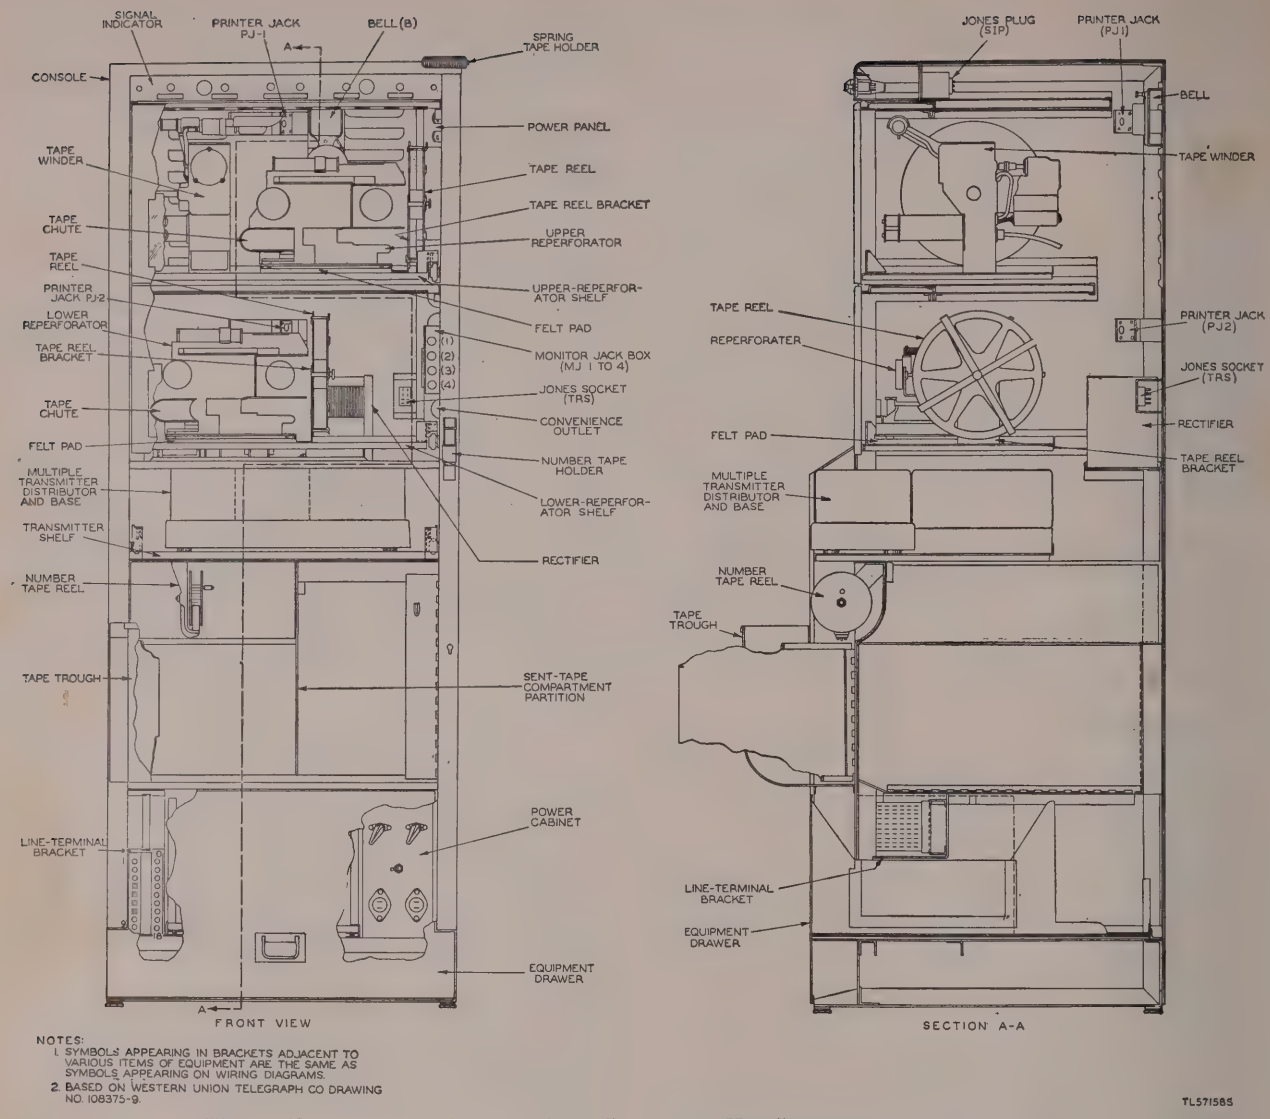
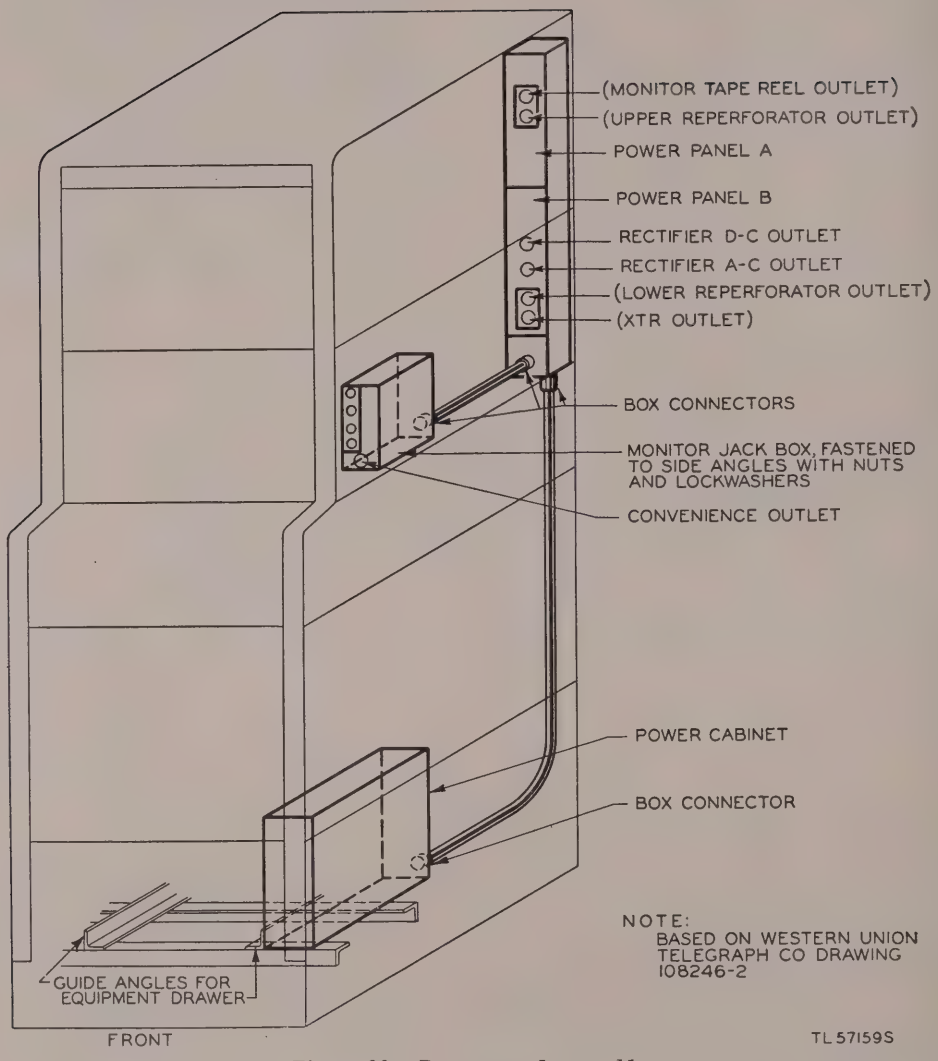
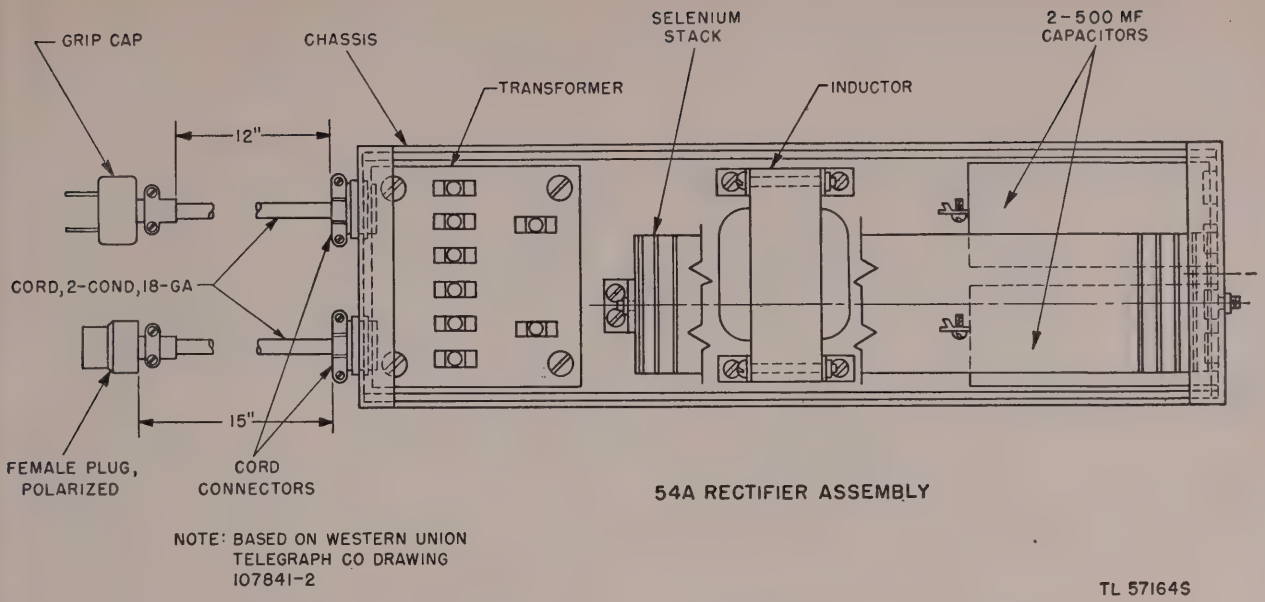

Figure 18. Teletypewriter Set AN/TGC–1 (or AN/TGC–1A) equipment assembly.
Figure 20. Power panel assembly.
Figure 21. 54A rectifier assembly.
(1) Give the entire teletypewriter set a general physical inspection to determine that no damage has occurred during shipment.
(2) Inspect the entire teletypewriter set to determine that no excelsior or packing material has entered the moving parts.
(3) Check all mechanical parts for lubrication. (See sec. X for lubrication instructions.)
(4) Check motors, fuses, switches, cords, and plugs to make sure that all connections and moving parts are in good physical condition. (See parts two and five for additional information.)
22. Installation of Teletypewriter Sets AN/TGC–1 and AN/TGC–1A (fig. 18)
c. Plug the 8-pin signal and magnet-control circuit plug and the power plug of the multiple transmitter distributor into their respective sockets (Jones socket (TRS), fig. 18, and XTR outlet, fig. 20).
d. Pull the receiving (lower) typing reperforator shelf out. Plug the input and output plugs for the 54A rectifier (fig. 21) into their respective sockets (rectifier a-c outlet and rectifier d-c outlet, fig. 20).
e. Set the receiving typing reperforator on its shelf. Plug the motor and signal plugs of the receiving typing reperforator into the power socket (lower reperforator outlet, fig. 20), and lower printer jack PJ–2 (fig. 18), respectively. Position the tape chute (figs. 18 and 22) of the receiving typing reperforator so that it will deflect the tape forward. Slide the shelf back into position.
g. Set the monitor (upper) typing reperforator on its shelf. Plug the motor and signal plugs of the monitor typing reperforator into the power socket (upper reperforator outlet, fig. 20) and upper printer jack PJ–1 (fig. 18), respectively. Position the tape chute (fig. 22) of the monitor typing reperforator so that it will allow the tape to pass straight through. Plug the tape-winder motor plug into the monitor tape-reel outlet (fig. 20). Slide the shelf back into position.